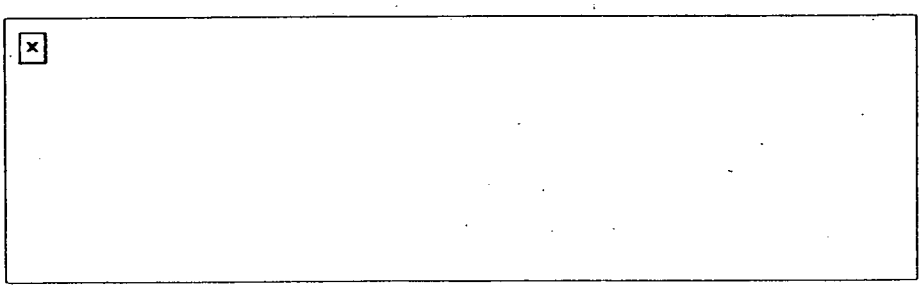

Figure 1 - Extrusion Fillet Patterns
5.3.2 At the discretion of the parties involved, the profile of the base of the extrusion gun barrel is often shaped more rectangularly than when seaming at temperatures above freezing. The reason for this is to minimize the cooling rate in the thinner extrudate regions, see Figure 1.